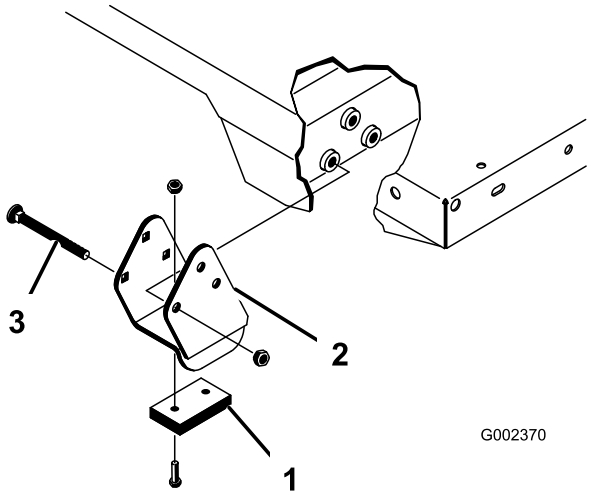

Figur 34
Obs: Kontrollera att distansfästena och slitageblocken (Figur 34) monteras med vagnskruvhuvudena inuti maskinen.
2. Lägg försiktigt ner flaket på maskinramen med de bakre hålen på flakets svängplatta inpassade mot hålen i den bakre ramkanalen, och montera två sprintbultar och hjulsprintar (Figur 34).
4. För in sprintbulten från flakets utsida med hjulsprinten utåt (Figur 34).